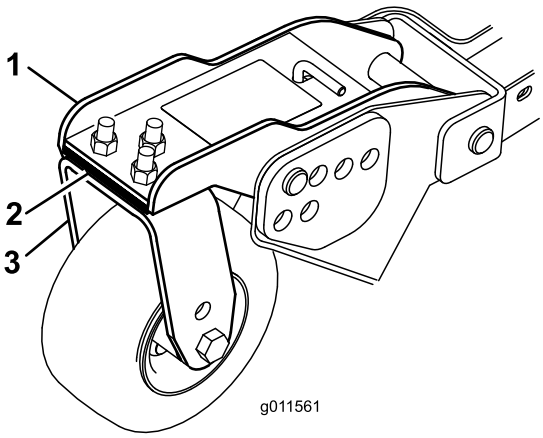

Figuur 30
Draai de messen op elke as totdat de uiteinden in de lengterichting liggen. Meet de afstand van de grond tot de voorste rand van het mes. Plaats opvulstukken (3 mm) op de voorste zwenkwielarmen(en) zodat de maaihoogte gelijk is met de sticker (Figuur 30). Voor de buitenste mesas, zie Schuinstand van het maaidek afstellen.
3. Als de binnenste rand van het zijmaaidek te hoog is ten opzichte van de buitenste rand van het frontmaaidek, moet u een opvulstuk (3 mm) verwijderen uit het onderste deel van het voorste binnenste zwenkwiel op het zijmaaidek (Figuur 30). Controleer nogmaals de afstand tussen de buitenste randen van beide zijmaaidekken en de binnenste rand van het zijmaaidek tot de buitenste rand van het voorste maaidek.